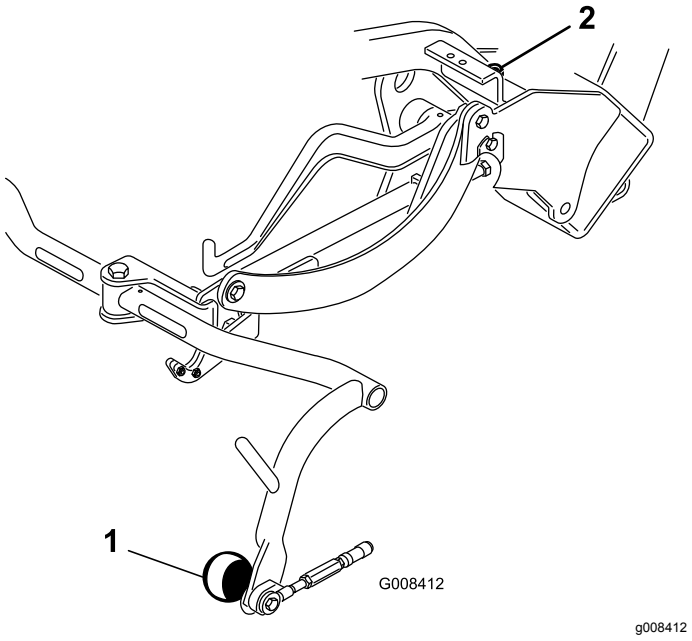

Figuur 9
4. Als u de tussenruimte moet afstellen, draait u de contramoer los op de stopschroef op het draagframe (Figuur 9) en draait u de schroef omhoog of omlaag om het draagframe lager of hoger in te stellen. Draai de contramoer vast om de afstelling te borgen.